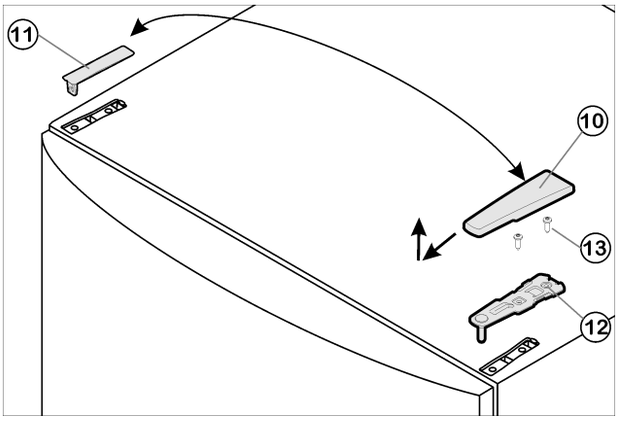

*Fig. 9*
▶ Pull cover *Fig. 9 (10)* forward and upwards to remove.
▶ Lift off cover *Fig. 9 (11)*.
▶ Unscrew upper bearing bracket *Fig. 9 (12)*(2 x Torx® 25) *Fig. 9 (13)* and pull it upwards to remove.
- ▶ Insert the upper bearing bracket *Fig. 9 (12)* on the new hinge side into the door.
- ▶ Tighten the upper bearing bracket **(to 4 Nm)**(2 x Torx® 25) *Fig. 9 (13)*. Make preliminary holes (optional) or use a cordless screwdriver.
- ▶ Snap both cover *Fig. 9 (11)* and cover *Fig. 9 (10)* into place on the opposite side.